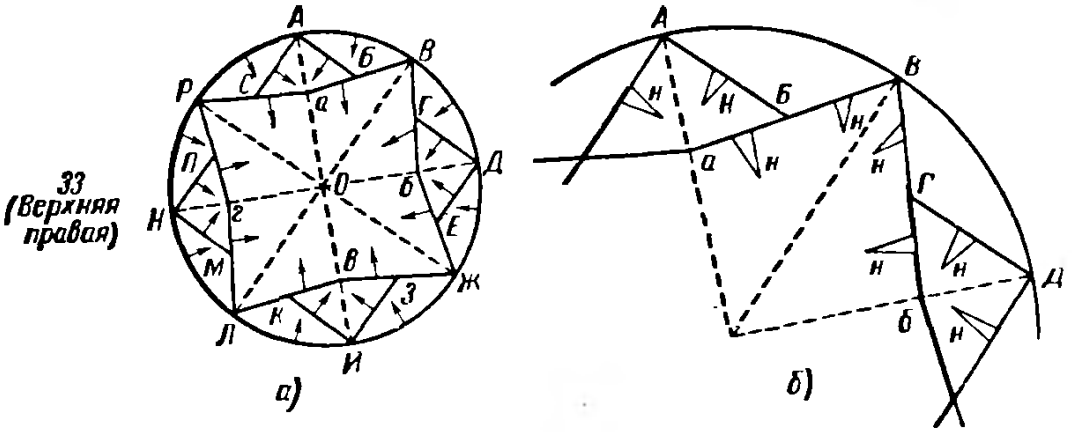

Рис. 42
При резьбе рис. 42 (верхняя правая звезда рис. 33 учебной доски) используют нож *№ 3 и* стамески *№ 1, 2.*
Техника резьбы рис. 42 следующая:
1) направить острый конец стамески *№ 1* в точку О и сделать наколы по линиям *Оа, ОВ, Об, ОЖ, Ов, ОЛ, Ог, ОР* (рис. 42,а), глубина наколов в центре *О—3 мм;*
10) ножом №*3* сделать на острых гранях звезды надрезы к глубиной 0,5 *мм* в направлении центра звезды (рис. 42, **б**);